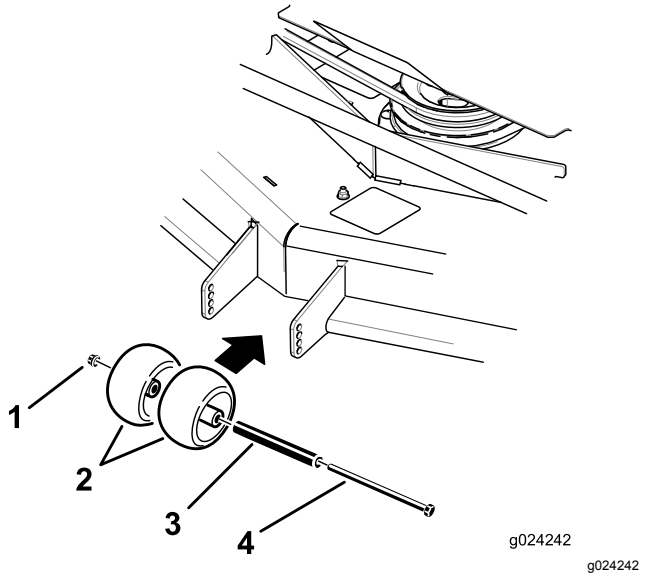
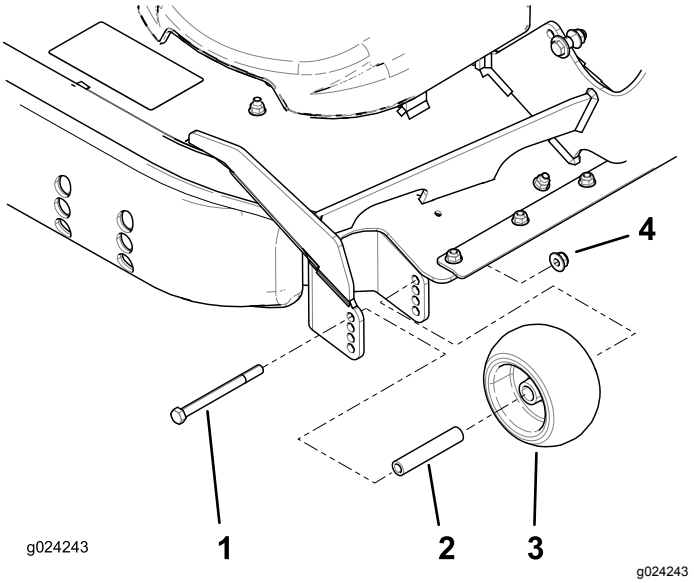

Figur 34
Figur 35
3. Justera antiskalvalsarna på det sätt som visas i Figur 34 och Figur 35.